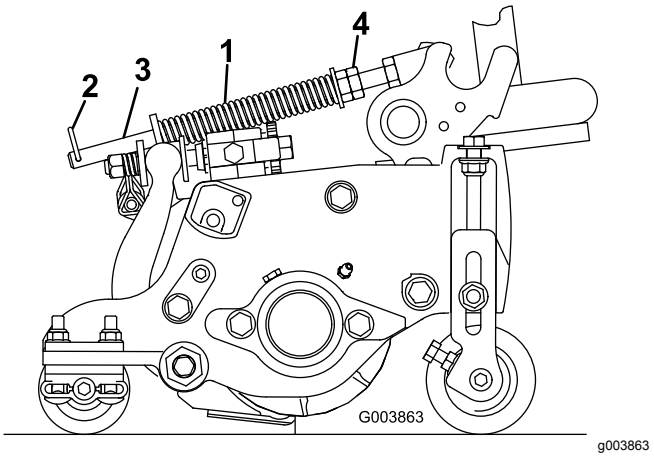

Figur 17
Dekkekompenseringsfjæren (Figur 17) overfører vekten fra den fremre til den bakre valsen. Dette er med på å redusere bølgemønsteret i gresset, også kjent som "ondulering".
1. Kontroller at hårnålssplinten er installert i det bakre hullet på enden av stangen (Figur 17).
2. Trekk til sekskantmutrene foran på fjærstangen til den komprimerte lengden på fjæren er 12,7 cm for klippeenheter på 12,7 cm eller 15,9 cm for klippeenheter på 15,9 cm) (Figur 17).